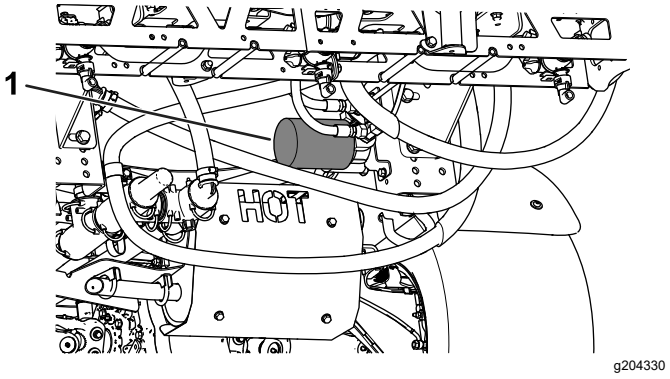

Figura 58
4. Retire o filtro (Figura 58).